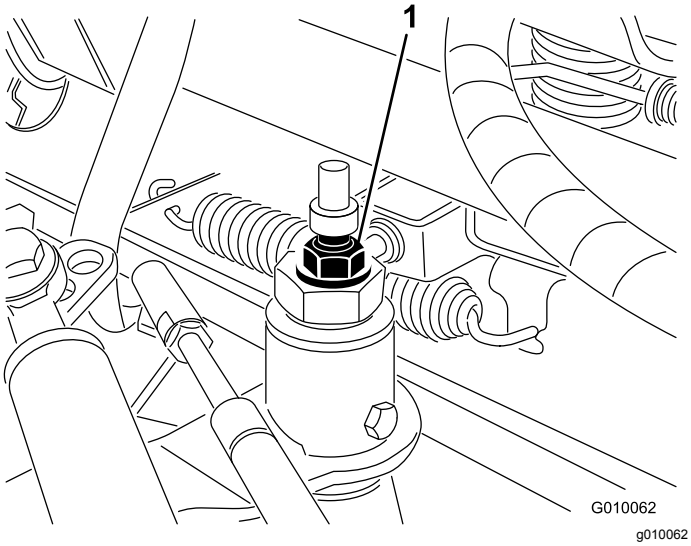

Rysunek 55
3. Odkręć przeciwnakrętkę na krzywce regulacji jazdy (Rysunek 55).